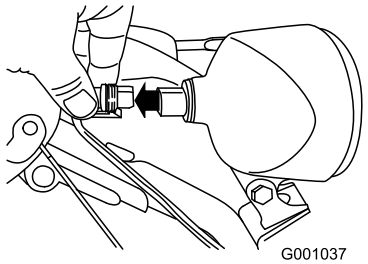

Figur 57
1. Dra ut kabelkontakten på strålkastarens baksida (Figur 57).